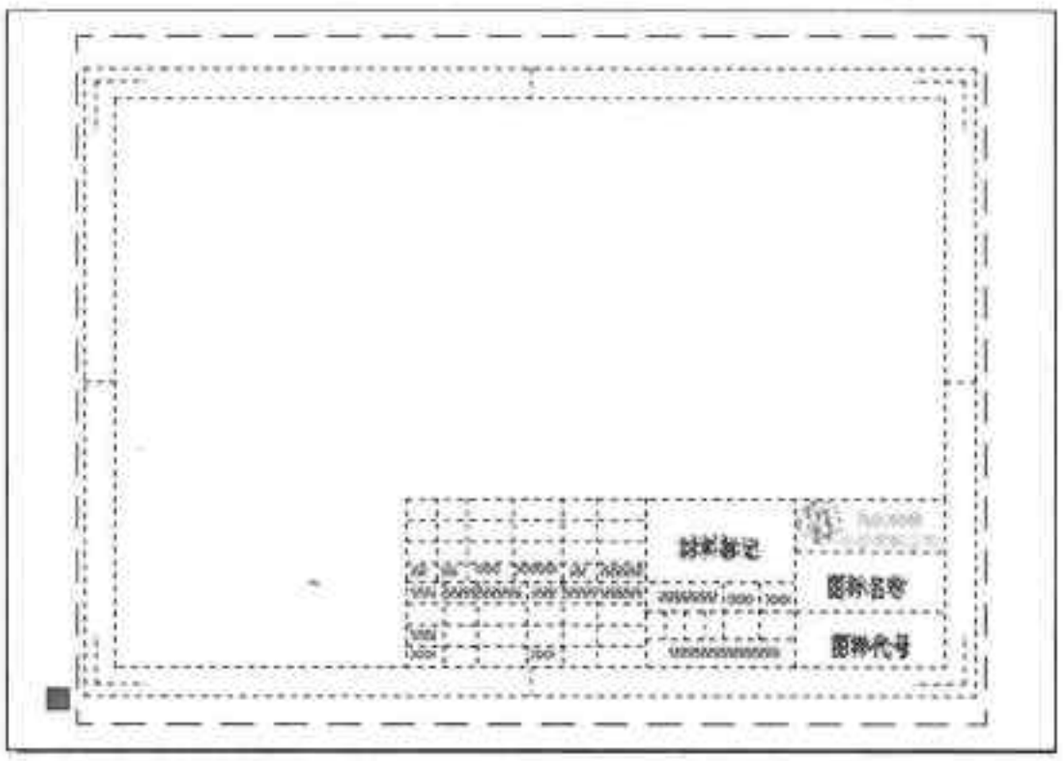

图2-52 缩放图框
Step 04 单击“打开”按钮，返回“插入”对话框，单击“确定”按钮，插入图框图块。在命令行中输入“SC”，按下回车键，输入缩放数值，对图框进行缩放操作，如图 2-52 所示。